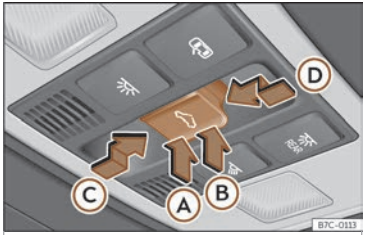

Fig. 84 No revestimento interior do teito:tecla do teito de vidro.
A tecla ⇦ ››› **fig. 84** ten dous niveis. No primeiro nivel pode colocar o teito na posición deflectora, abrir ou pechar total ou parcialmente.
- *Teito de vidro:* antes de aprox. 5 segundos dende a activación da función antiaprisionamento, prema a tecla ›››fig. 84 ata o segundo nivel no sentido da frecha ›››fig. 84 Ⓓ ata pechar o teito completamente.